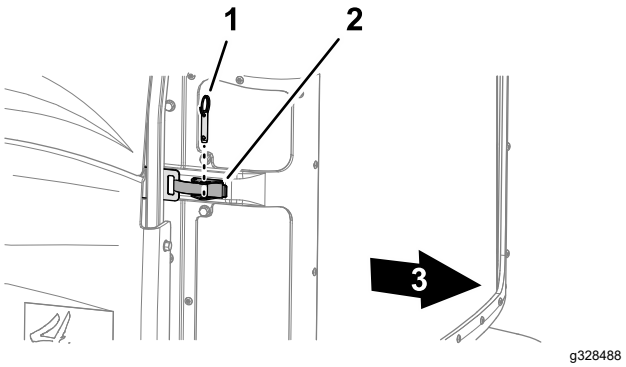

Figuur 64
2. Verwijder de kogelpen van de schermvergrendeling (Figuur 64).